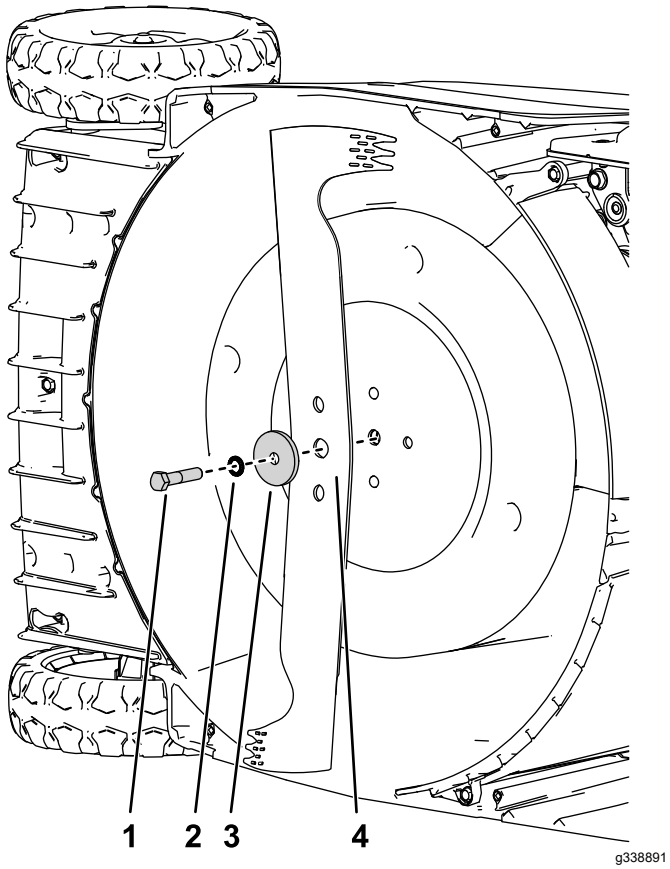

**Rysunek 26**
5. Zamontuj nowe ostrze i wszystkie elementy mocujące (Rysunek 26).